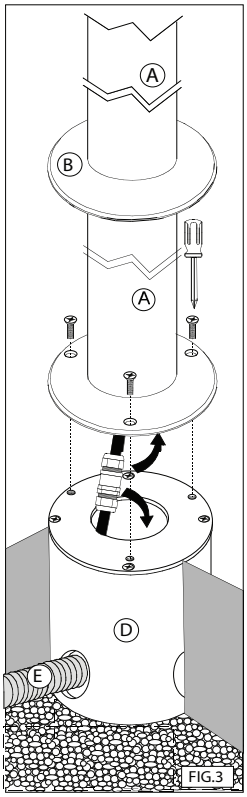

FIG.3
- Prima di interrare e/o cementare il pozzetto, fare attenzione a creare nella zona di alloggiamento uno strato di ghiaia di drenaggio sufficiente a garantire l'eventuale deflusso dell'acqua (minimo 30 cm). Interrare e/o cementare il pozzetto D avendo cura di posizionarlo in bolla e non tenerlo mai al di sotto del filo del terreno.FIG.3/4 Introdurre negli appositi fori del pozzetto il tubo o i tubi rigidi E per il passaggio dei cavi. FIG.3/4
- Before putting and/or cementing the pit, paying attention to have a layer of gravel to ensure the correct draining of the water (minimum 30 cm). Lay and/or cementing the pit D, taking care to place it in a bubble and never keep it under the level of the ground. FIG.3/4
Introduce into the holes of the pit the pipe or the rigid pipes E in order to insert the cable.FIG.3/4
- Avant de enterrer et/ou cimenter le puisard, faire attention à créer dans la zone de logement une couche de gravier de drénage suffisant pour assurer l'écoulement de éventuel de l'eau (minimum 30 cm). Enterrer et/ou cimenter le puisard D en prenant soin de le placer dans une bulle et de ne jamais garder sous le niveau du sol FIG.3/4.
- Intoduire dans les trous du puisard la conduite ou les conduites rigides E pour le passage des câbles FIG.3/4.